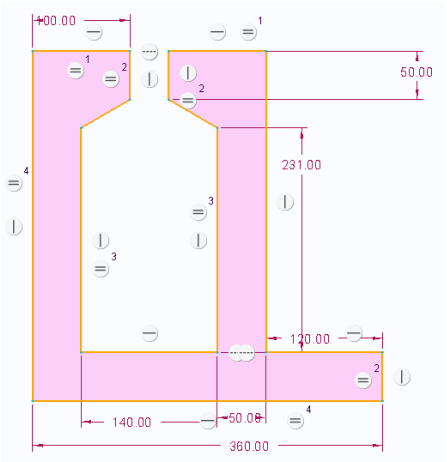

Figure 2-34 *Complete sketch with dimensions and constraints*
4. When all dimensions are modified, choose the **OK** button from the **Modify Dimensions** dialog box; the message **Dimension modifications successfully completed** is displayed in the message area. The completed sketch is shown in Figure 2-34.